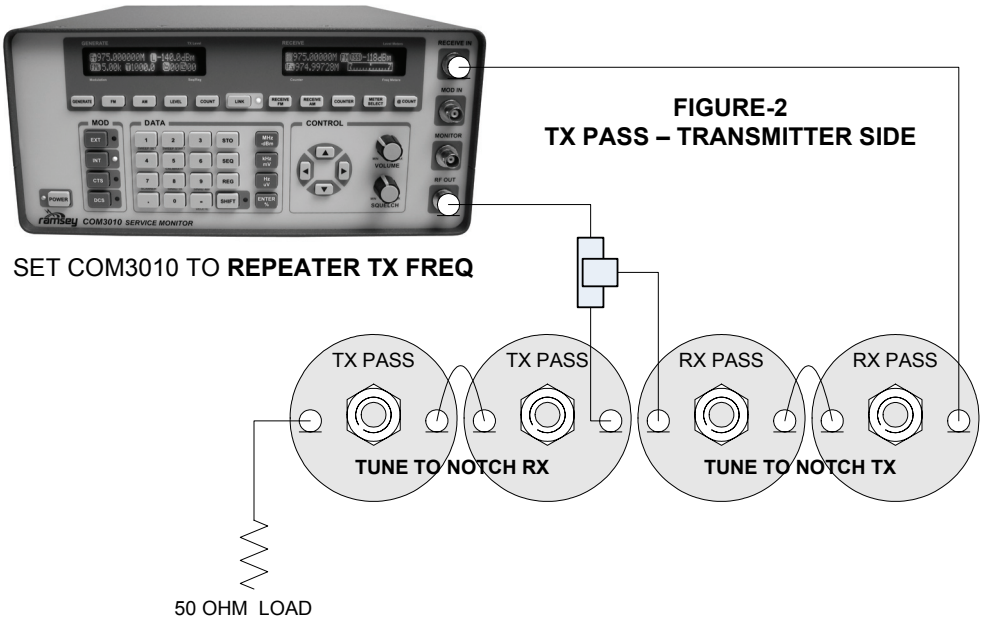

FIGURE-2
3. Attach the 50 Ohm load directly to the duplexer receiver port as shown in Figure-2.